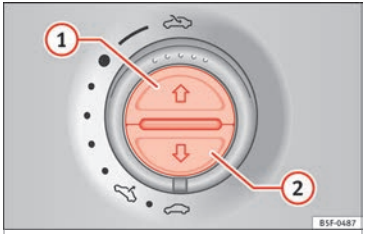

Fig. 139 On the interior roof lining: switches for the sun blind
To open completely (automatic):	Press button ››› Fig. 139 (1) briefly.
To stop automatic operation:	Briefly press the button ››› Fig. 139 (1) o ››› Fig. 139 (2).
To set the intermediate position:	Hold the button ››› Fig. 139 (1) or ››› Fig. 139 (2) until the required position is reached.
To close completely (automatic):	Press button ››› Fig. 139 (2) briefly.
- *Sun blind:* Within 5 seconds of triggering the anti-trap function, push button ››› Fig. 139 (2) until the sun blind closes completely.